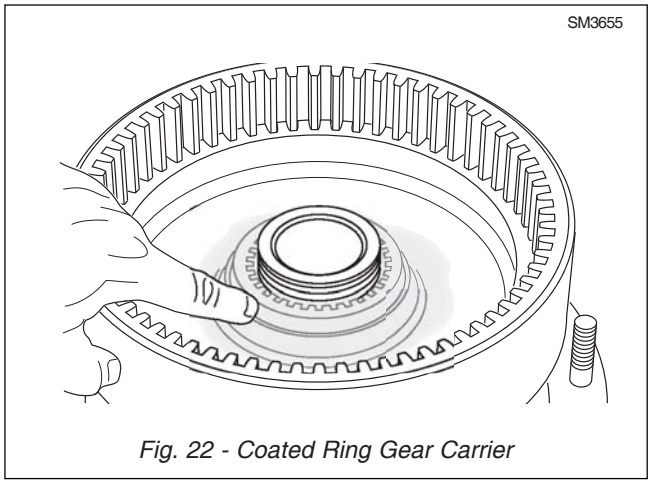

Fig. 22 - Coated Ring Gear Carrier
17. Assemble ring gear and ring gear carrier (21 & 22), spray the face of the ring gear carrier (22) with 'Wolfakote paste'. Refer to Fig. 22.
18. Take ring gear assembly and locate over the hub carrier (50). Refer to Fig. 22.
20. A number of measurements must be made to determine the correct selection of shim (20) size. Follow the procedure listed.